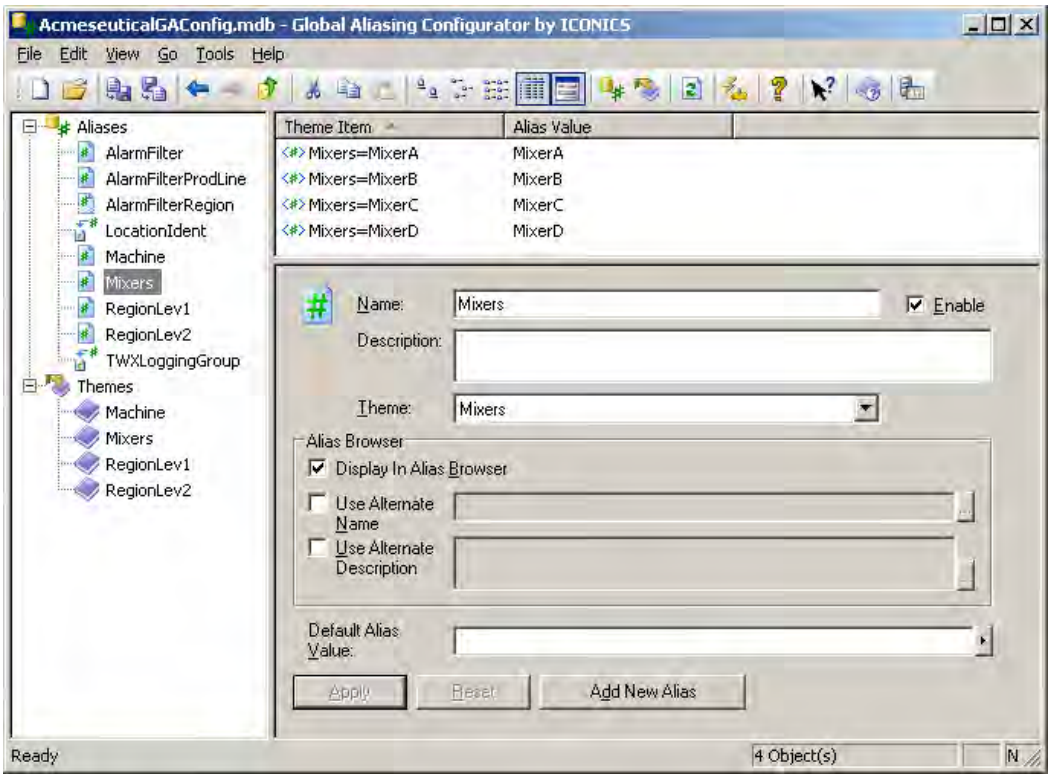

Figure L13.9 - Complete Global Aliasing Configuration
5. Your finished configuration should look similar to Figure L13.9.